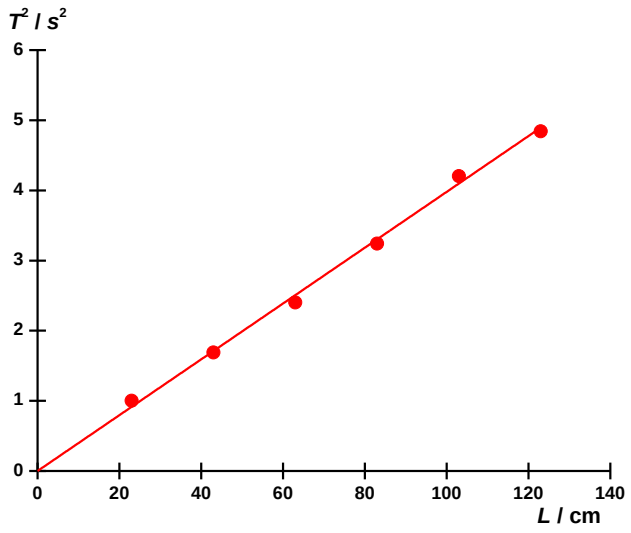

Fig. 4: Carré de la période T^2 du pendule en fonction de la longueur de fil L.
- Reporter les carrés des périodes T^2 dans une courbe avec les longueurs de fil et tracer une droite passant par ces points (voir Fig. 4).
- À partir de la pente de la droite a et avec l'aide de (5), déterminer la valeur d'accélération de la pesanteur g.